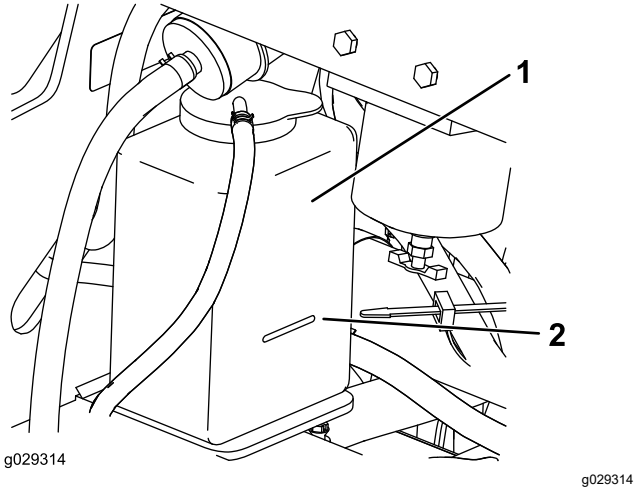

Figur 68
3. Kontrollera kylvätskenivån i expansionstanken (Figur 68).